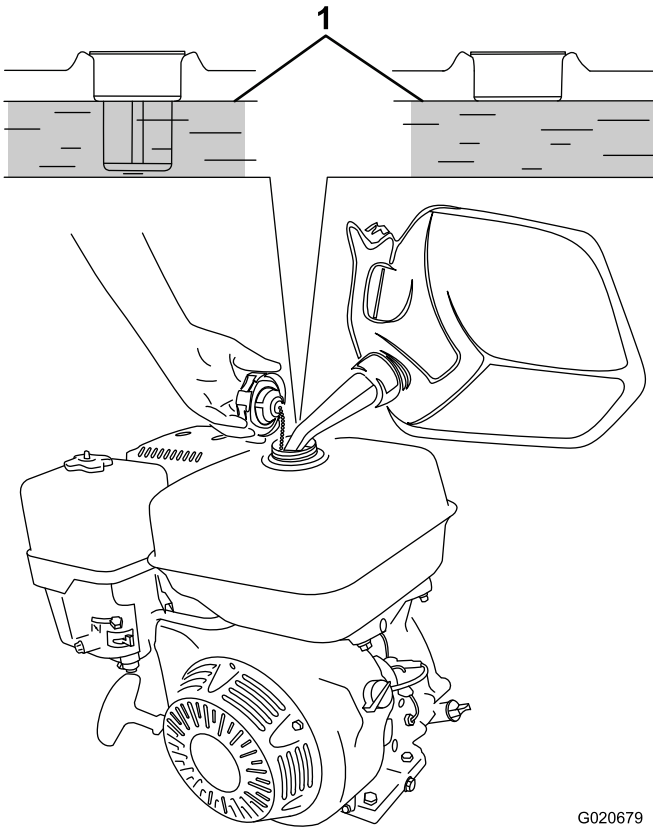

Figure 32
3. Add unleaded gasoline to the fuel tank, until the level is at the bottom of the maximum fuel level, as shown in Figure 32.